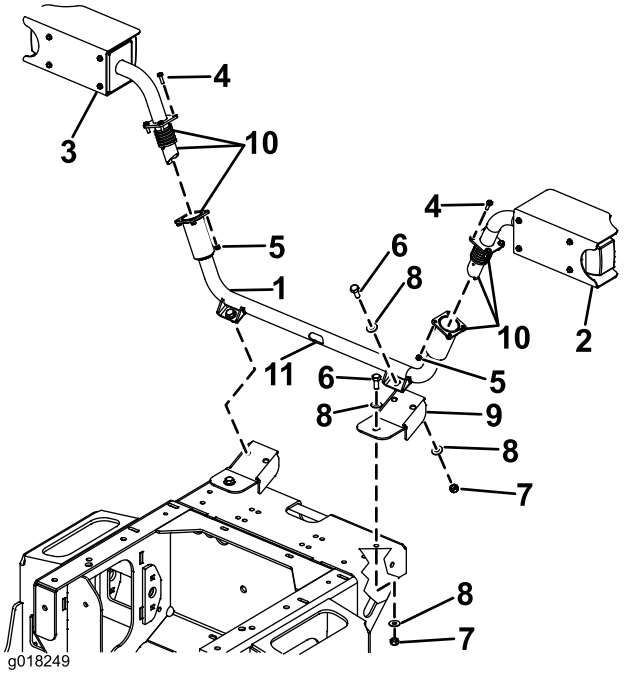

Figura 11
1. Os conjuntos de luzes frontais ligam-se à montagem do farol central que se liga à máquina utilizando dois suportes de montagem (Figura 11).
2. Instale os dois suportes de montagem na frente da máquina utilizando parafusos M10 x 25 mm, anilhas de 3/8 pol., porcas nyloc M10 (Figura 11).
3. Instale a montagem do farol central aos suportes de montagem utilizando parafusos M10 x 25 mm, anilhas de 3/8 pol., porcas nyloc M10 (Figura 11).
4. Aplique lubrificante anti-gripagem para revestir completamente a parede interna das extremidades do tubo e todas as superfícies das molas e perfis da extremidade dos tubos (Figura 11).
5. As montagens das luzes estão, agora, prontas a instalar. Segurando a montagem do farol do lado direito, encaminhe o cabo através dos tubos e para o corte do centro da montagem do farol central (Figura 11).
6. Prenda a montagem da luz frontal do lado direito à montagem do farol central utilizando os parafusos M6 x 20 mm e porcas de nyloc M6 (Figura 11).